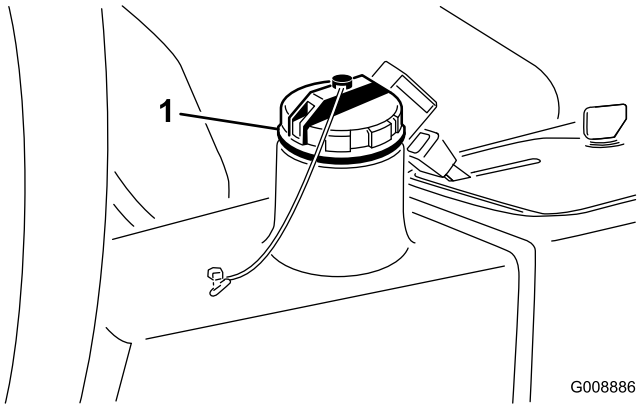

Figur 30
2. Rengjør rundt påfyllingshalsen og lokket på tanken for hydraulisk olje (Figur 30). Ta av påfyllingslokket.